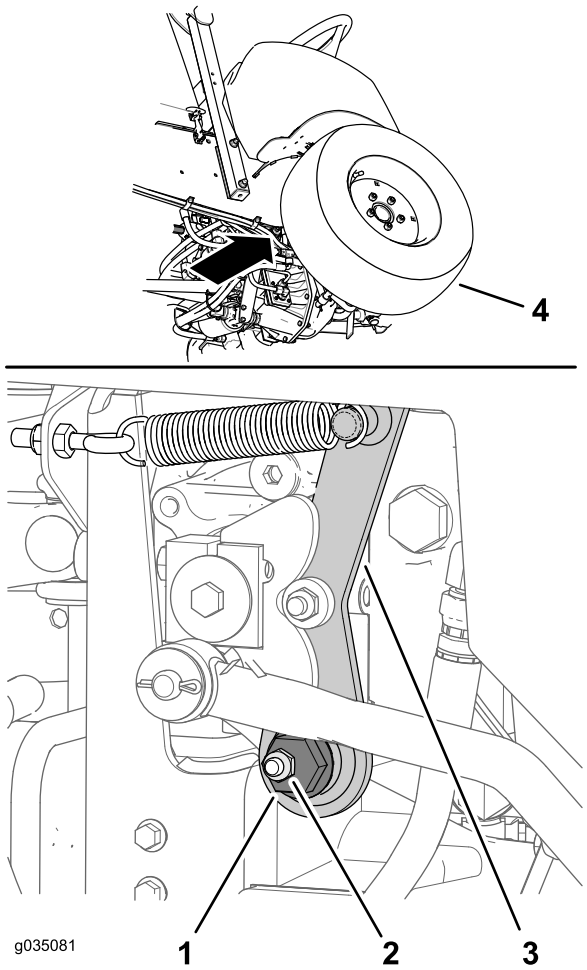

**Figur 70**
1. Lokalisera den excentriska sexkantsbrickan till höger om hydraulpumpen och under styrkonsolen (Figur 70).
2. Lossa fästmuttern så att kan du flytta den excentriska sexkantsbrickan (Figur 70).
4. Vrid den excentriska sexkantsbrickan moturs tills framhjulet börjar snurra framåt, och vrid den sedan medurs tills framhjulet börjar snurra bakåt (Figur 70).